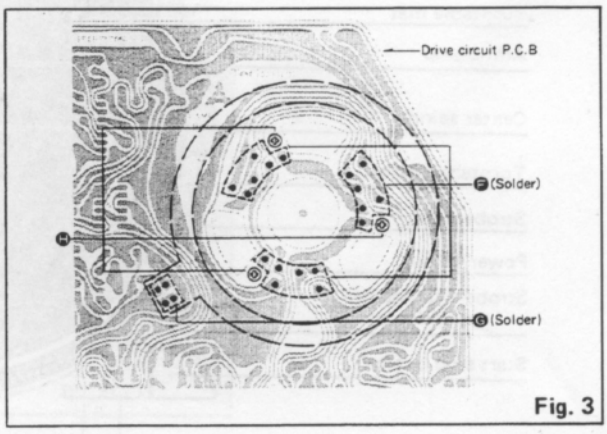

Fig. 3
6. Disconnect 18 soldered parts Ⓕ of the stater coil and 4 soldered parts Ⓖ of the F.G detector coil as show in Fig. 3.
7. Remove 3 screws Ⓗ of the stater frame ass'y as shown in Fig. 3.